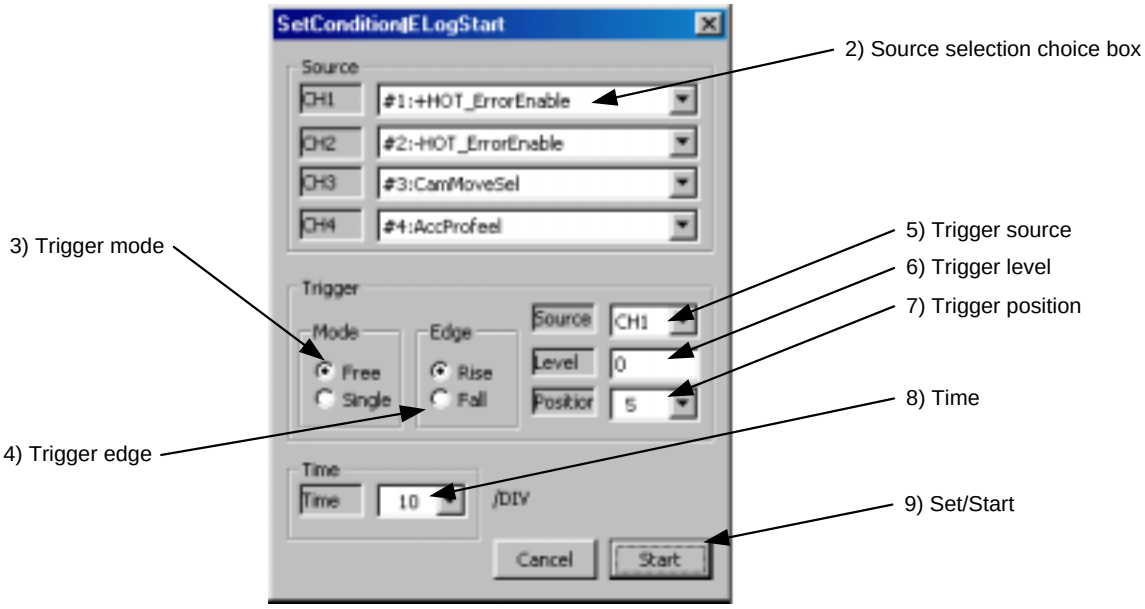

Figure 7.19 "SetCondition/ELogStart" dialog box
(1) Click *"Log Start"* on the "Oscilloscope" dialog box to display the "SetCondition/ELogStart" dialog box (see Figure 7.19).